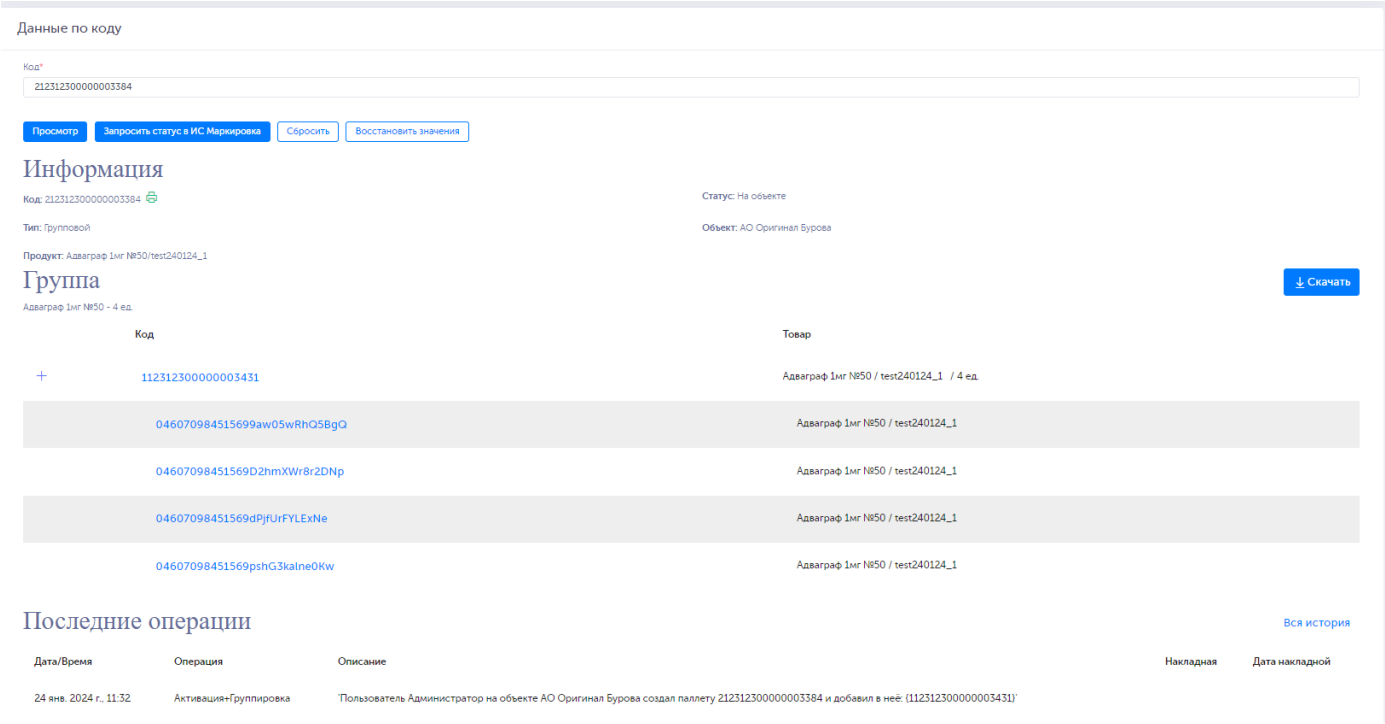

Рисунок 2-86
2) «Группа» - отображает информацию по групповому коду (Рисунок 2-86):